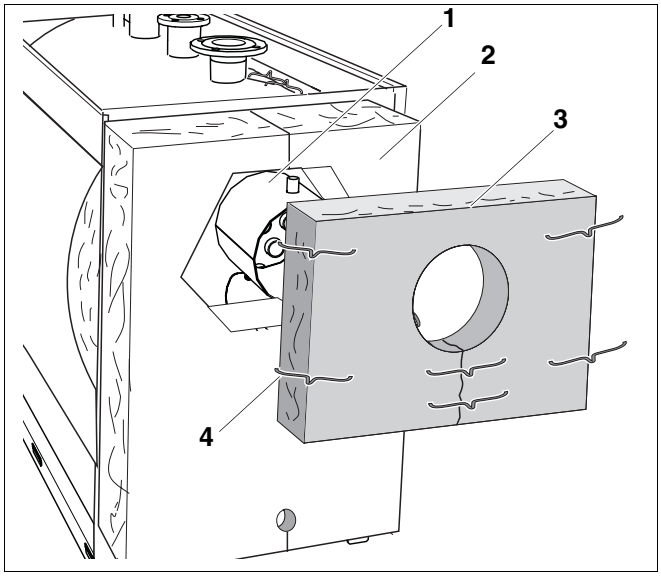

Рис. 22 Монтаж теплоизоляции коллектора дымовых газов
- Установить теплоизоляцию коллектора дымовых газов (рис. 22, **поз. 3**) вырезом на штуцер дымовых газов (рис. 22, **поз. 1**).
- Теплоизоляцию коллектора дымовых газов (рис. 22, **поз. 3**), как показано на рис. 22, прикрепить скобами (рис. 22, **поз. 4**) к теплоизоляции корпуса котла (рис. 22, **поз. 2**).